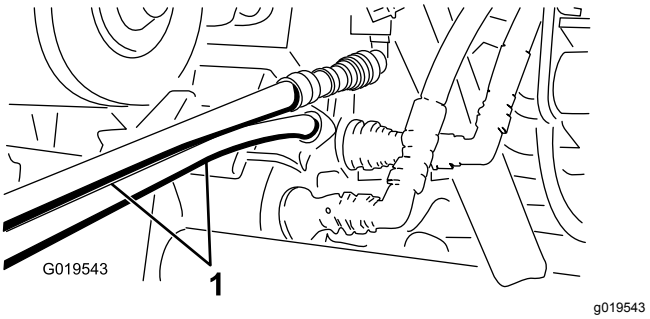

图75
5. 在另一台机器上将 2 个软管连接至仍在联轴器支架上的联轴器将顶部软管连接到顶部联轴器将底部软管连接至底部联轴器图75。